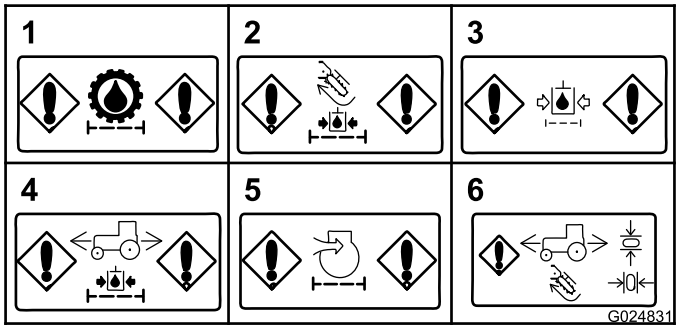

Рисунок 35
- **Засорение фильтра линии нагнетания гидросистемы (трансмиссия)** – Это сообщение появляется при засорении фильтра линии нагнетания гидросистемы для трансмиссии (Рисунок 35).
- **Засорение фильтра линии нагнетания гидросистемы (принадлежности)** – Это сообщение появляется при засорении фильтра линии нагнетания гидросистемы для принадлежностей (Рисунок 35).
- **Засорение фильтра линии возврата гидросистемы** – это сообщение появляется при засорении фильтра линии возврата гидросистемы (Рисунок 35).
- **Засорение фильтра линии нагнетания гидросистемы (тяговый двигатель)** – Это сообщение появляется при засорении фильтра линии нагнетания для тягового двигателя (Рисунок 35).
- **Засорение воздушного фильтра (двигатель)** – Это сообщение появляется, если требуется техобслуживание воздушного фильтра (Рисунок 35).
- **Индикатор возврата в нейтральное положение** – Этот индикатор появляется, если вы попытаетесь выполнить операцию, для которой необходимо вернуть джойстик или педаль тяги в положение «Нейтральное». Верните джойстик или педаль тяги в положение «Нейтральное», прежде чем продолжить работу (Рисунок 35).